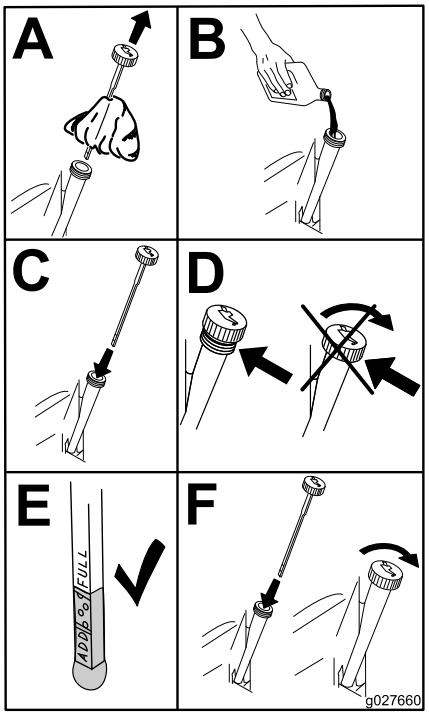

Figur 41
4. Hæld langsomt ca. 80 % af den foreskrevne olie i påfyldningsrøret, og tilsæt langsomt ekstra olie, så oliestanden når op til mærket **Full** (fuld) (Figur 41).